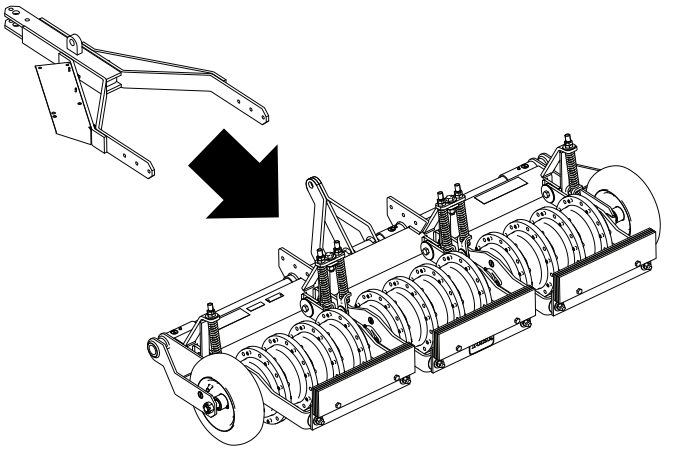

Figur 4
2. Rett inn koblingsarmenheten med luftemaskinen, som vist i Figur 4.